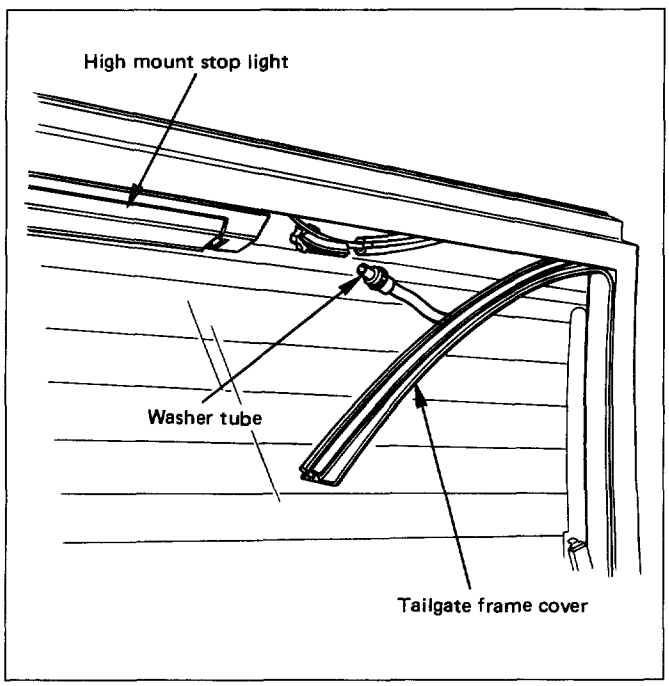

Fig. 10-169
1. **Tailgate frame cover (Fig. 10-169)**
- Hit the lower Ⓐ edge portion of the cover to the tailgate flange.(Fig. 10-169)